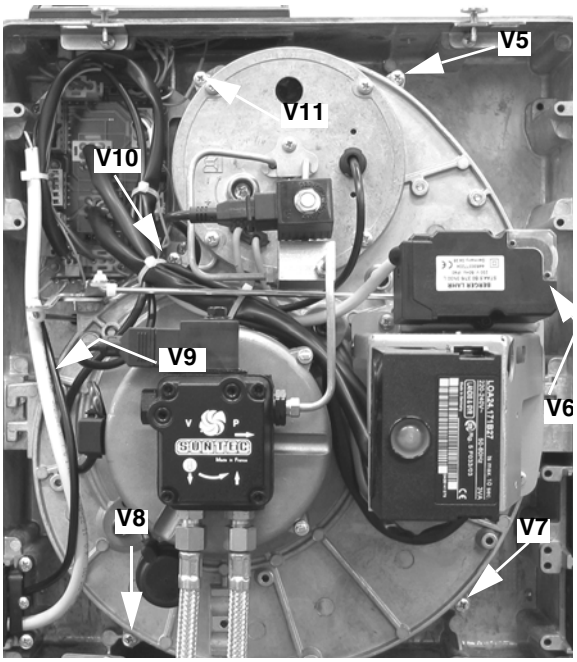

Рис. 44
- Снять 7 винтов **V5 - V10**, которые крепят компонентную пластину (Рис. 44).
- Установить на место компонентную плиту и закрепить ее 7-ью винтами **V5 - V11** (Рис. 44).